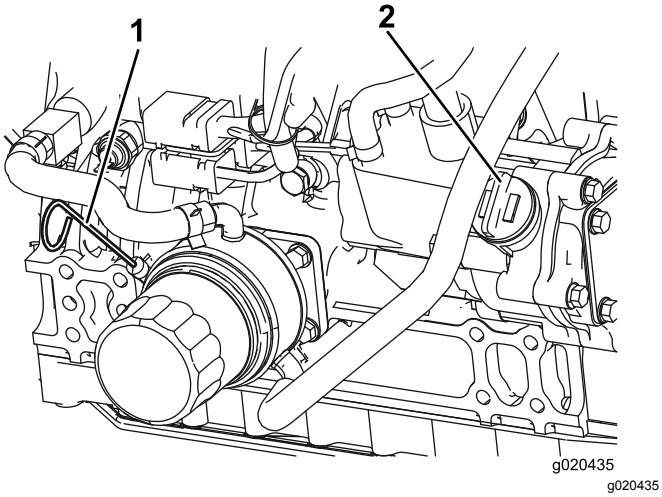

**Figur 73**
3. Fjern målepinden, tør den af, sæt den ind i røret, og træk den ud igen. Oliestanden bør nå op til Full-mærket (Figur 73).
4. Hvis olien står under Full-mærket, skal du fjerne påfyldningsdækslet (Figur 73) og fylde olie på, indtil niveauet når Full-mærket. **Fyld ikke for meget på.**